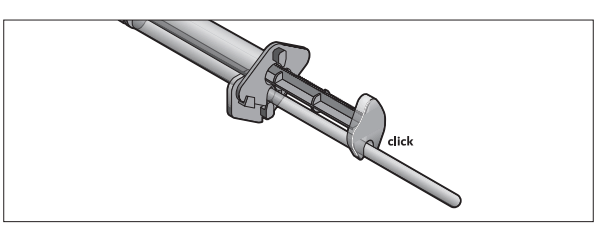

Fig. 03
4. Premere il pistone della siringa del catalizzatore nell'incavo della piastra di spinta della siringa della base (Fig. 03).